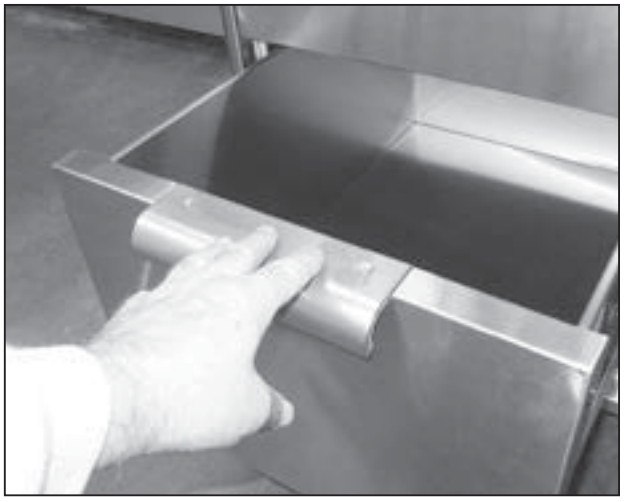

Fig. 13
4. As you push the drawers in, you will encounter moderate resistance. Continue to push the drawer all the way in to complete the engagement process. The drawer will now glide smoothly in & out with light effort (Fig. 13).